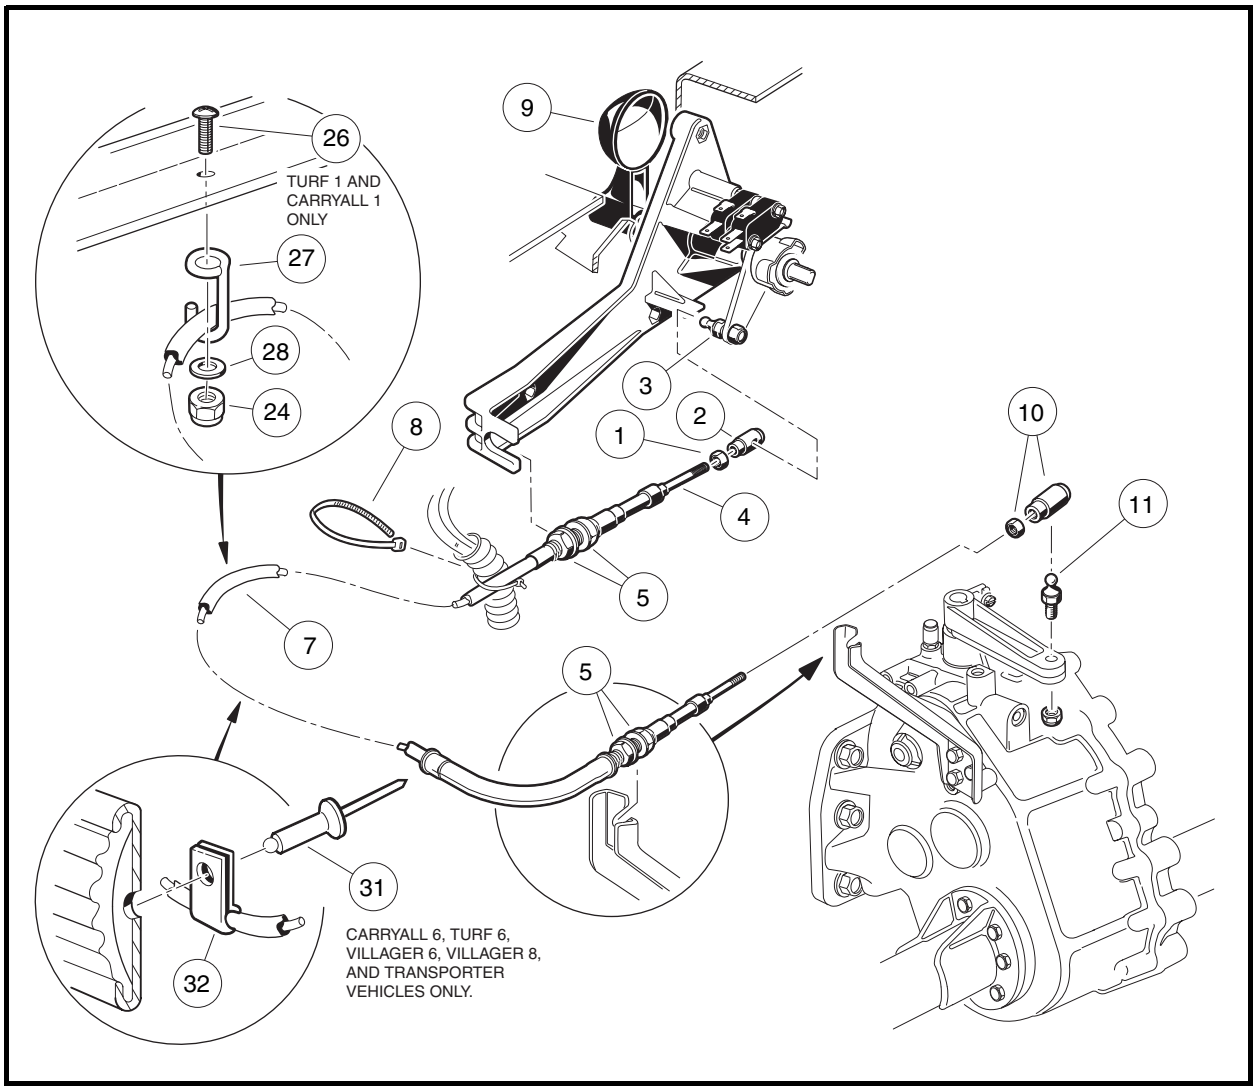
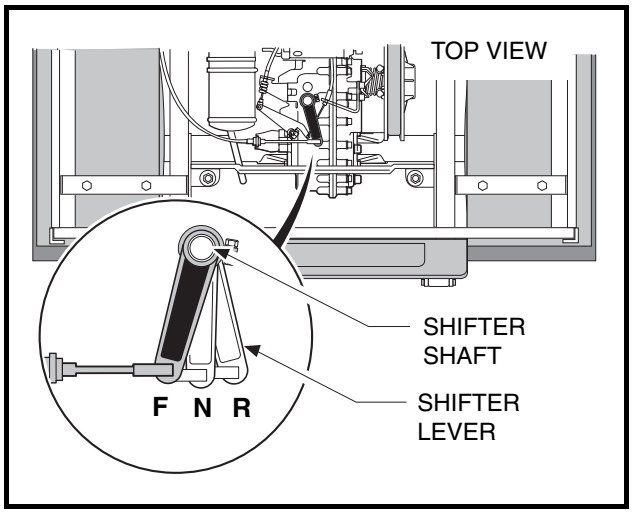

Figure 16-53 Forward/Reverse Shifter Cable
Figure 16-54 Forward/Reverse Shifter Positions
3. Remove the ball joint socket (2) from the Forward/Reverse shifter assembly ball stud (3) **(Figure 16-53, Page 16-22)**.
4. Remove the ball joint socket (10) from the shifter arm ball stud (11) on the transaxle.
5. Loosen the retaining nuts (5) on both ends of the cable and remove the wire tie. **See following NOTE.**
2. Secure the cable with a retaining nut (5) on each side of the shifter cable support bracket at the transaxle **(Figure 16-53, Page 16-22)**. Tighten nuts to 22 ft-lb (29.8 N·m).
3. Secure the cable with a retaining nut (5) on each side of the shifter cable support bracket at the Forward/Reverse assembly. Tighten nuts to 43 in-lb (4.9 N·m).
4. Install the ball joint socket (10) on the shifter lever ball stud (11) on the transaxle.
5. Install the ball joint socket (2) on the Forward/Reverse shifter assembly ball stud (3) **(Figure 16-53, Page 16-22)**. **See following NOTE.**
6. Install wire tie (8) to secure wire harness to cable at the support bracket near the Forward/Reverse shifter assembly. **See following WARNING.**
With the shifter lever of the unitized transaxle in the NEUTRAL position **(Figure 16-54, Page 16-23)**, the Forward/Reverse handle (9) **(Figure 16-53, Page 16-22)** should be straight up. For minor adjustments, the nut (1) may be loosened and the ball joint socket (2) rotated to get the proper adjustment **(Figure 16-53, Page 16-22)**. **See following CAUTION.**
For major adjustments, the cable retaining nuts (5) must be loosened and adjusted. When the cable is properly adjusted, with the Forward/Reverse handle (9) **(Figure 16-53, Page 16-22)** in the NEUTRAL position, the shift lever of the transaxle will also be in the NEUTRAL position **(Figure 16-54, Page 16-23)**. Tighten nuts at the transaxle to 22 ft-lb (29.8 N·m); tighten nuts at the Forward/Reverse assembly to 43 in-lb (4.9 N·m).